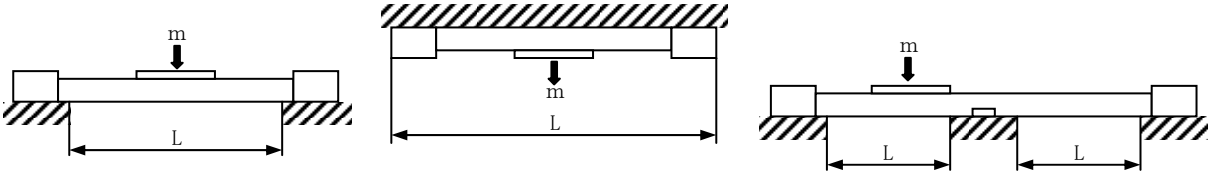

Abb. 7
- Das Zylinderrohr kann infolge des Eigengewichts, der Last, usw, verbiegen. Wenn sich das Zylinderrohr biegt, mithilfe von Stützelementen an der Zwischenposition abstützen. Die Abstandswerte zwischen Stützelementen (L) gemäß Abb. 7 sind in Abb. 8 angegeben.